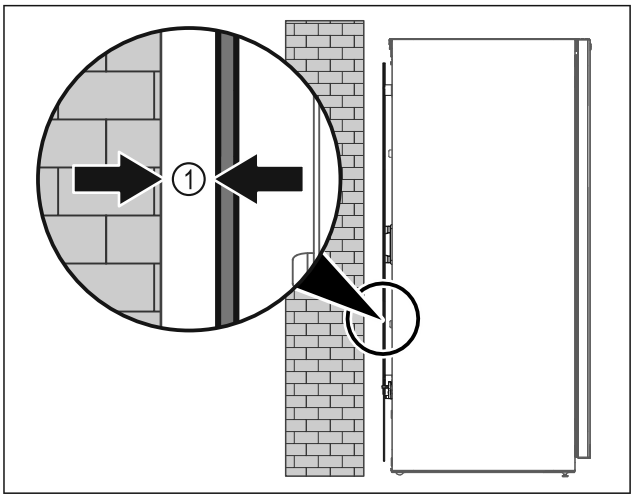

Fig. 7
▶ Instalar el electrodoméstico en medio de una sala o directamente arrimado a una pared con una distancia mínima de 5 mm *Fig. 7 (1)*.